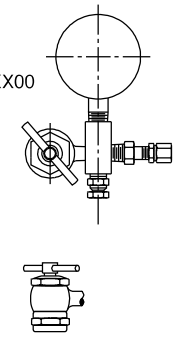
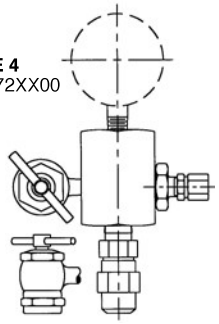
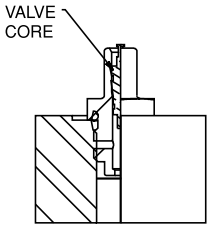
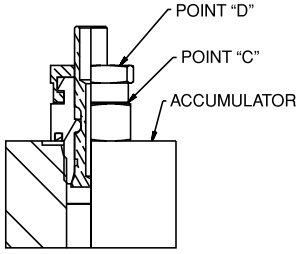

FIGURE 2
FIGURE 4
FIGURE 5
FIGURE 6
Make sure nitrogen supply is shut off. Attach hose to nitrogen bottle. If accumulator has a gas valve as shown in Figure 5 follow steps A through L and skip steps F and J. If accumulator has a gas valve as shown in Figure 6, follow steps A through L and skip steps E and I.
Accumulator having gas valve as per Figure 5.
(F) **For gas valves as shown in Figure 6,** hold gas valve at point "C" with one (1) wrench while un screwing hex nut at point "D" with a second wrench. This will open the poppet inside the gas valve. Note: Three (3) turns will fully open the valve.
(J) **For gas valves as shown in Figure 6,** with a wrench, tighten hex nut at point "D" to close internal poppet (5-8 ft. lbs.) (5.7-9.2 cm kg).
For accumulators rated for 3000 PSI or less, with cored gas valve, use gauging assembly as shown in Figure 2 (Part #085122XX00). For accumulators rated over 3000 PSI up to 5000 PSI, use assembly as shown in Figure 4 (Part #871247XX00).
Accumulators having gas valve as per Figure 5.
Accumulators having gas valve as per Figure 6.
For accumulators having gas valve as shown in Figure 5, attach gauging assembly as shown in Figure 2 following Steps 1 through 5. Then, open bleed valve until all gas pre-charge is relieved from accumulator. **Then remove gauging assembly and gas valve.**
For accumulators having gas valve as shown in Figure 6, remove gas valve guard and gas valve cap. Then hold valve at point “C” with one (1) wrench while unscrewing hex nut at point “D” with a second wrench. Wait until all gas pre-charge is relieved from the accumulator and **then remove gas valve.**